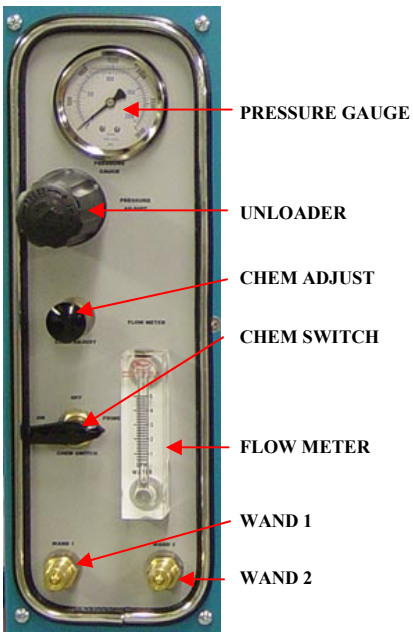

Figure 5-2: Pressure Panel
- Rotate the face panel chemical adjust black knob fully counter clockwise *(See Fig. 5-2)*.
- Increase the chemical flow to 2 GPH using the Chemical Adjust Knob *(refer to Fig. 5-2)*.
- Turn chemical prime valve to "**OFF**". *(see Fig. 5-2)*.